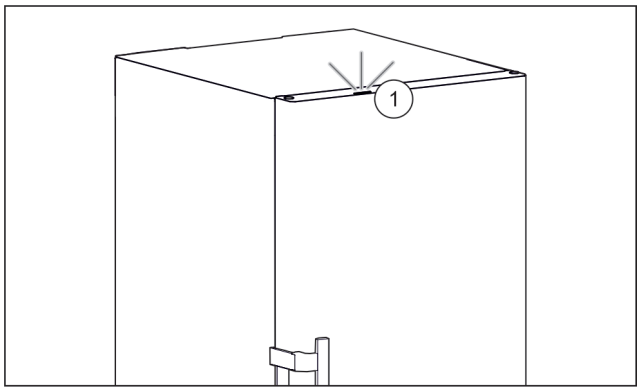

Fig. 90 Actief statuslicht bij gesloten deur
▷ Statuslicht *Fig. 90 (1)* is geactiveerd.